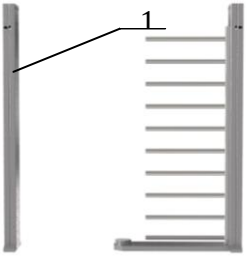
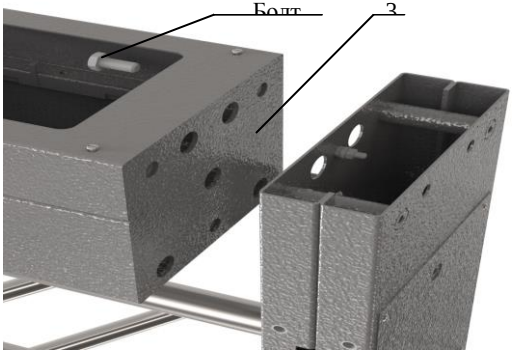

Рис. 2
Рис. 3
5.2. Корпус турникета необходимо заземлять. На боковом ребре внутри стойки крыла прохода секции внизу имеется основная клемма (М8) заземления; дополнительная клемма заземления (М6) находится на раме привода **3** (рис.3) турникета.
– положите на пол на боковую плоскость раму привода **3** (рис. 3), (предварительно постелив лист картона), рядом аналогично положите стойку крыла прохода **1** (рис.2) и стойку ограничения
Установка стойки прохода. Примерно на расстоянии 1,5м от стойки ограничителя прохода установить стойку прохода (рис.2,3)